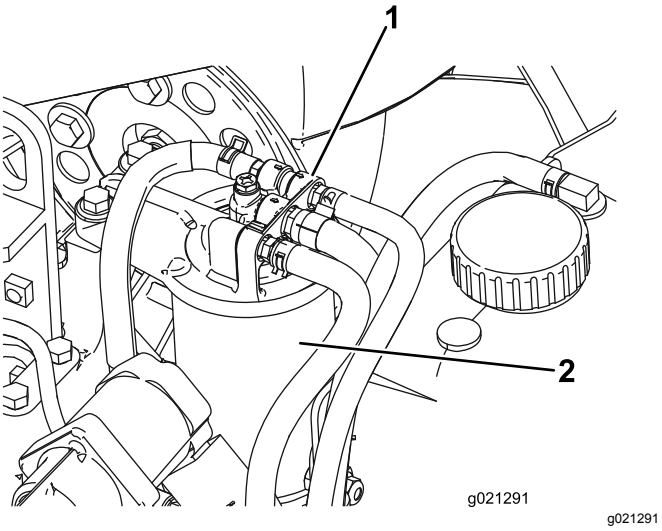

**Figur 63**
1. Gör rent området kring bränslefilterhuvudet (Figur 63).
2. Demontera filtret och rengör filterhuvudets monteringsyta (Figur 63).